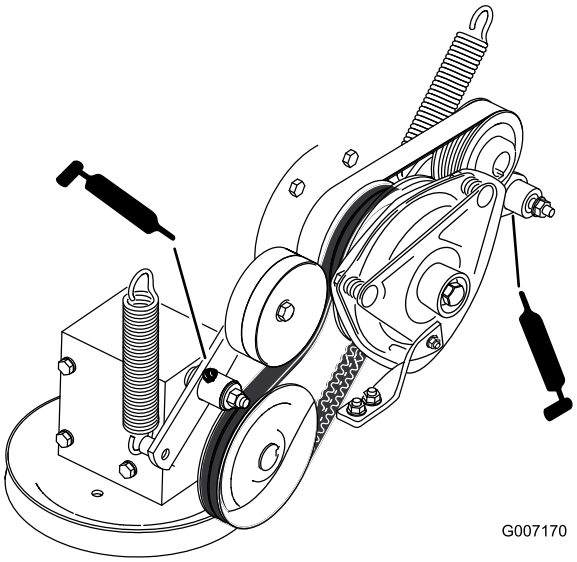

Figur 31
6. Smør lederullarmen for drivremmen (Figur 31).
7. Smør lederullarmen på pumperemmen (Figur 31).